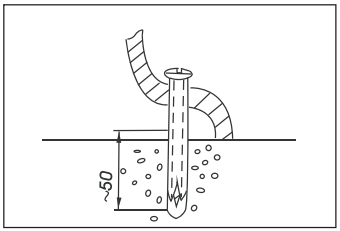

Рис. 4
4. Крепеж изделия ***(рис. 4)***. Изделие крепится к полу на 2-х винтах. Не рекомендуется устанавливать изделия на/в свежеуложенный бетон. **Внимание!** Перед установкой либо регулировкой арматуры в бачке унитаза-компакта удалите прокладочный материал, размещенный между бачком и крышкой унитаза. Прокладочный материал в дальнейшем в сборке унитаза-компакта не используется и подлежит утилизации.